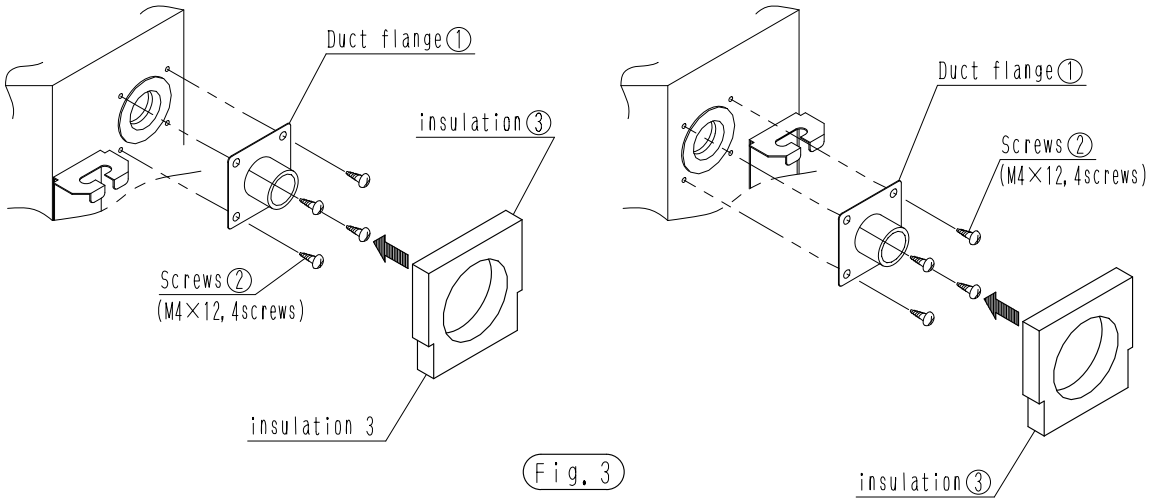

Fig. 3
3. Install the duct flange①with screws②(M4×12, 4 screws)to the opening and adhere the insulation③(Fig. 3)